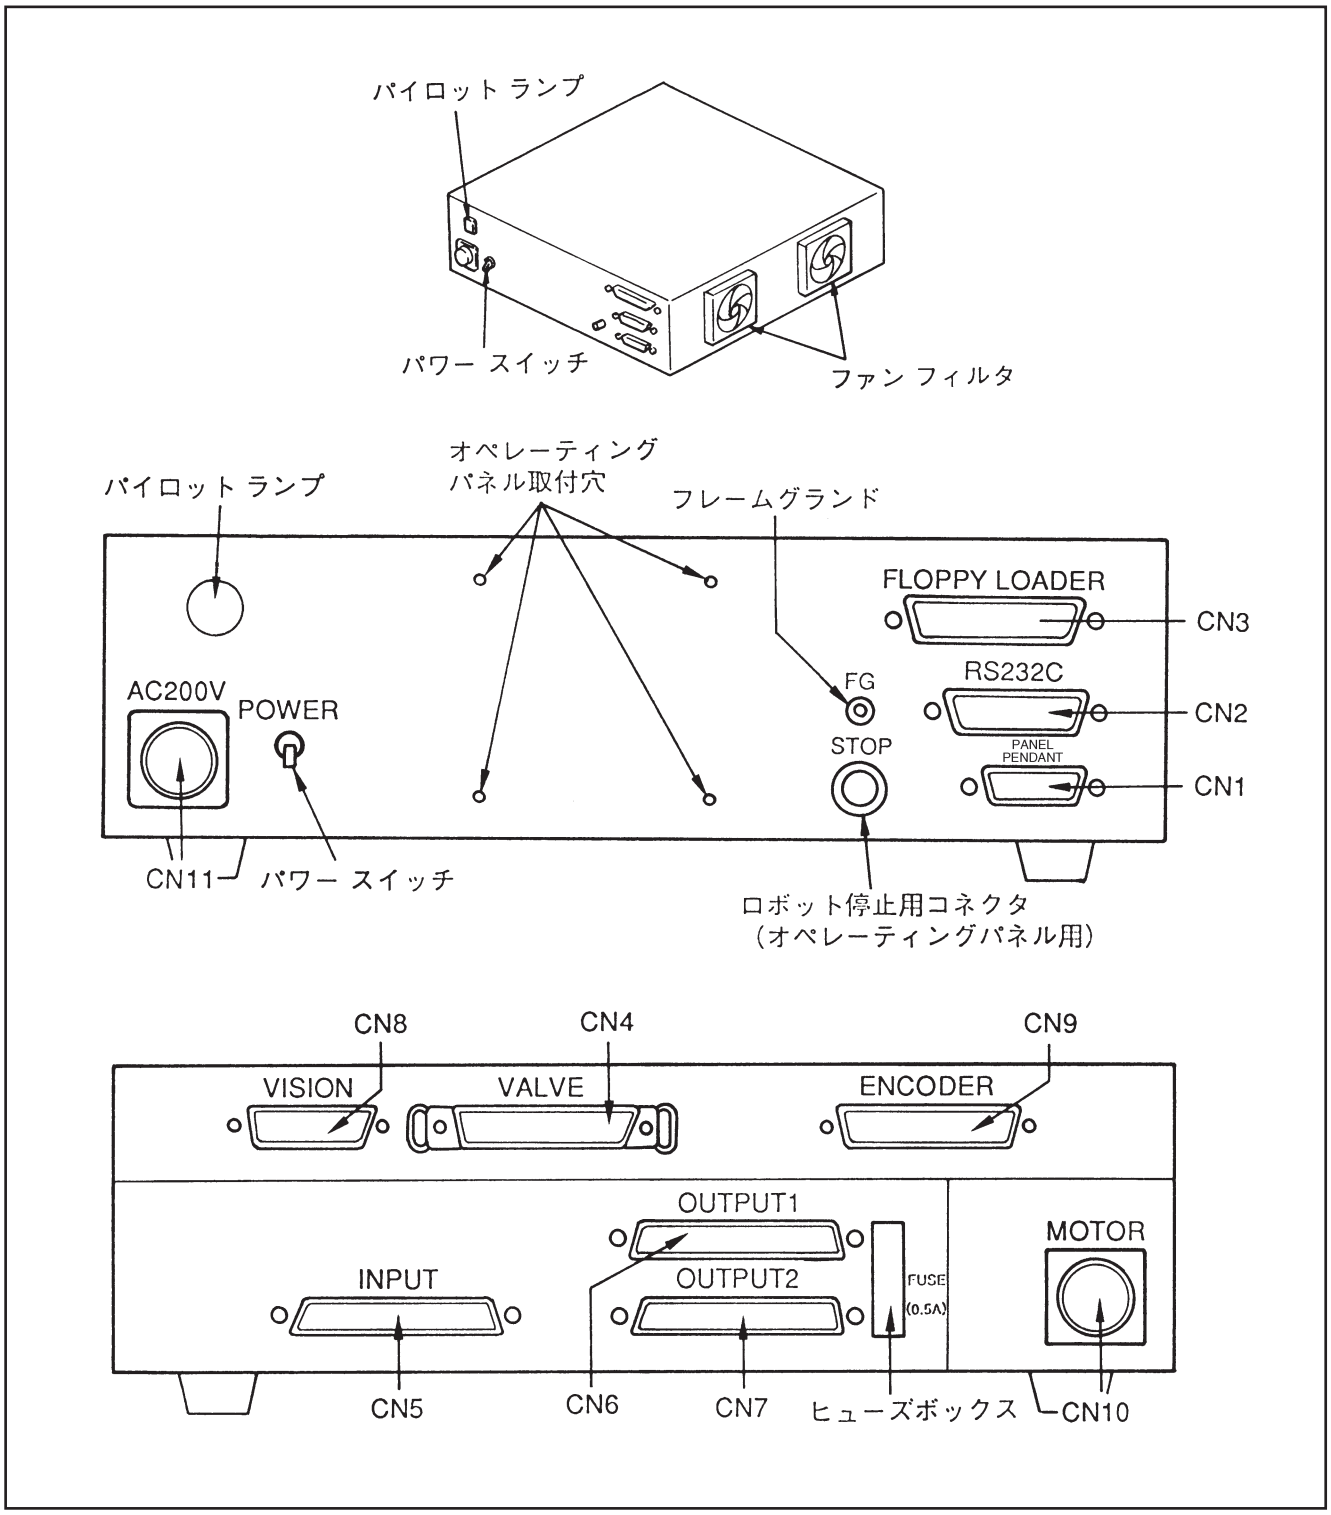

図1－3　コントローラ各部の名称
1.3　コントローラ各部の名称　　コントローラ各部の名称を図1－3および表1－4に示します。